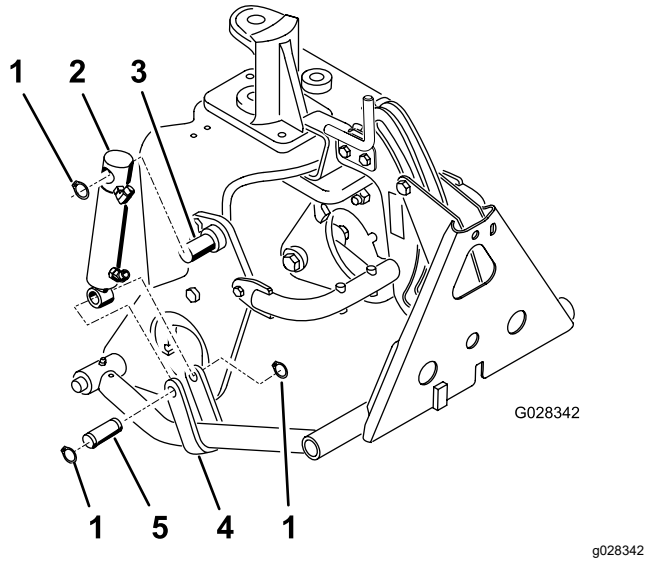

Figura 18
3. Montate la parte superiore del fusto del cilindro idraulico sul perno della piastra della pala destra con un anello di ritenuta (Figura 18).
4. Collegate il cilindro alle staffe del braccio di spinta con un perno e 2 anelli di ritenuta (Figura 18).